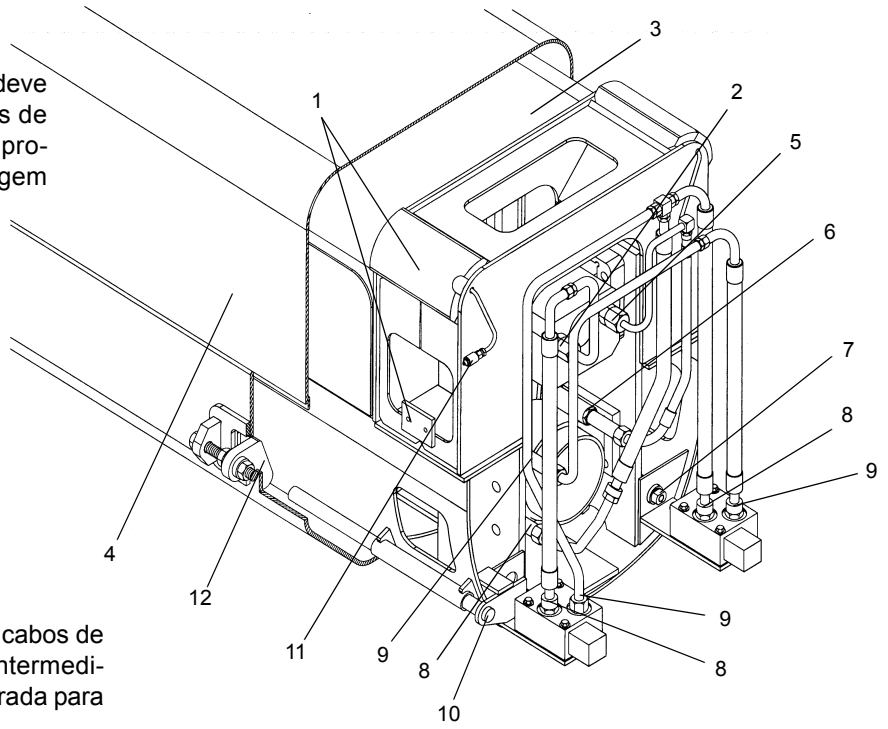

FIGURA 4-2
6. Através do furo de acesso no lado esquerdo da seção da base, remova o parafuso, duas porcas e o disparador soldado (Figura 4-2) dos suportes.